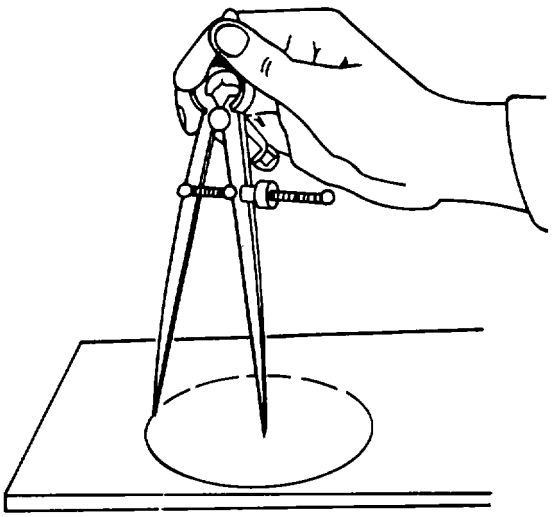

Figure 3-23. Scribing a Circle with Dividers
b. Use of Dividers. Dividers can be used to scribe a circle by using the following procedures (see figure 3-23):
(1) Set the desired radius on the dividers using the appropriate graduations on a rule.
(2) Place the point of one of the divider legs on the point to be used as the center.
(3) Lean the dividers in the direction of movement and scribe the circle by revolving the dividers.